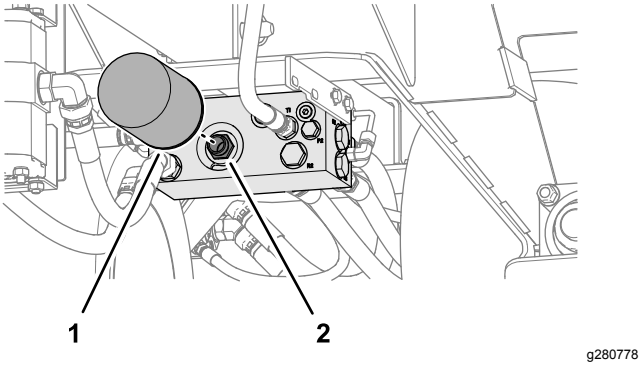

Figur 36
2. Rengör området runt filtret och hydraulgrenröret, rikta in ett avtappningskärl under filtret och avlägsna filtret (Figur 36).
4. Rengör området på hydraulgrenröret där filtret ska monteras (Figur 36).